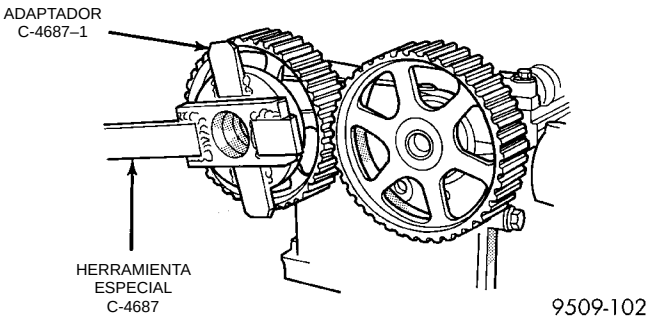

Fig. 53 Desmontaje/instalación del perno de la rueda dentada del árbol de levas
(2) Sostenga la rueda dentada del árbol de levas con la Herramienta especial C-4687 y el adaptador C4687–1 mientras retira/instala los pernos (Fig. 53).